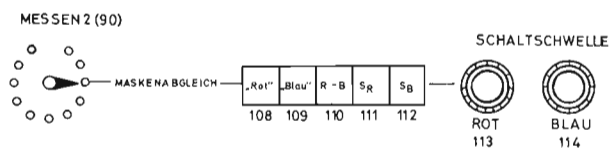

Fig. 5-11 Bedienungselemente für die Einstellung der Weißpegel und der Höhe der Schaltschwelle für die Steuermaske
- Schalter MESSEN 1 (48) in Stellung MESSEN 2.
- Schalter MESSEN 2 (90) in Stellung MASKENABGLEICH.
- Taste R-B (110) (Fig. 5-11) drücken.
- Maskenwalze vorsichtig bewegen, bis Meßinstrument (47) „0" anzeigt.
- Taste „Rot" (108) und Taste „Blau" (109) nacheinander drücken und vom Meßinstrument angezeigten Wert notieren. (Fig. 5-11)